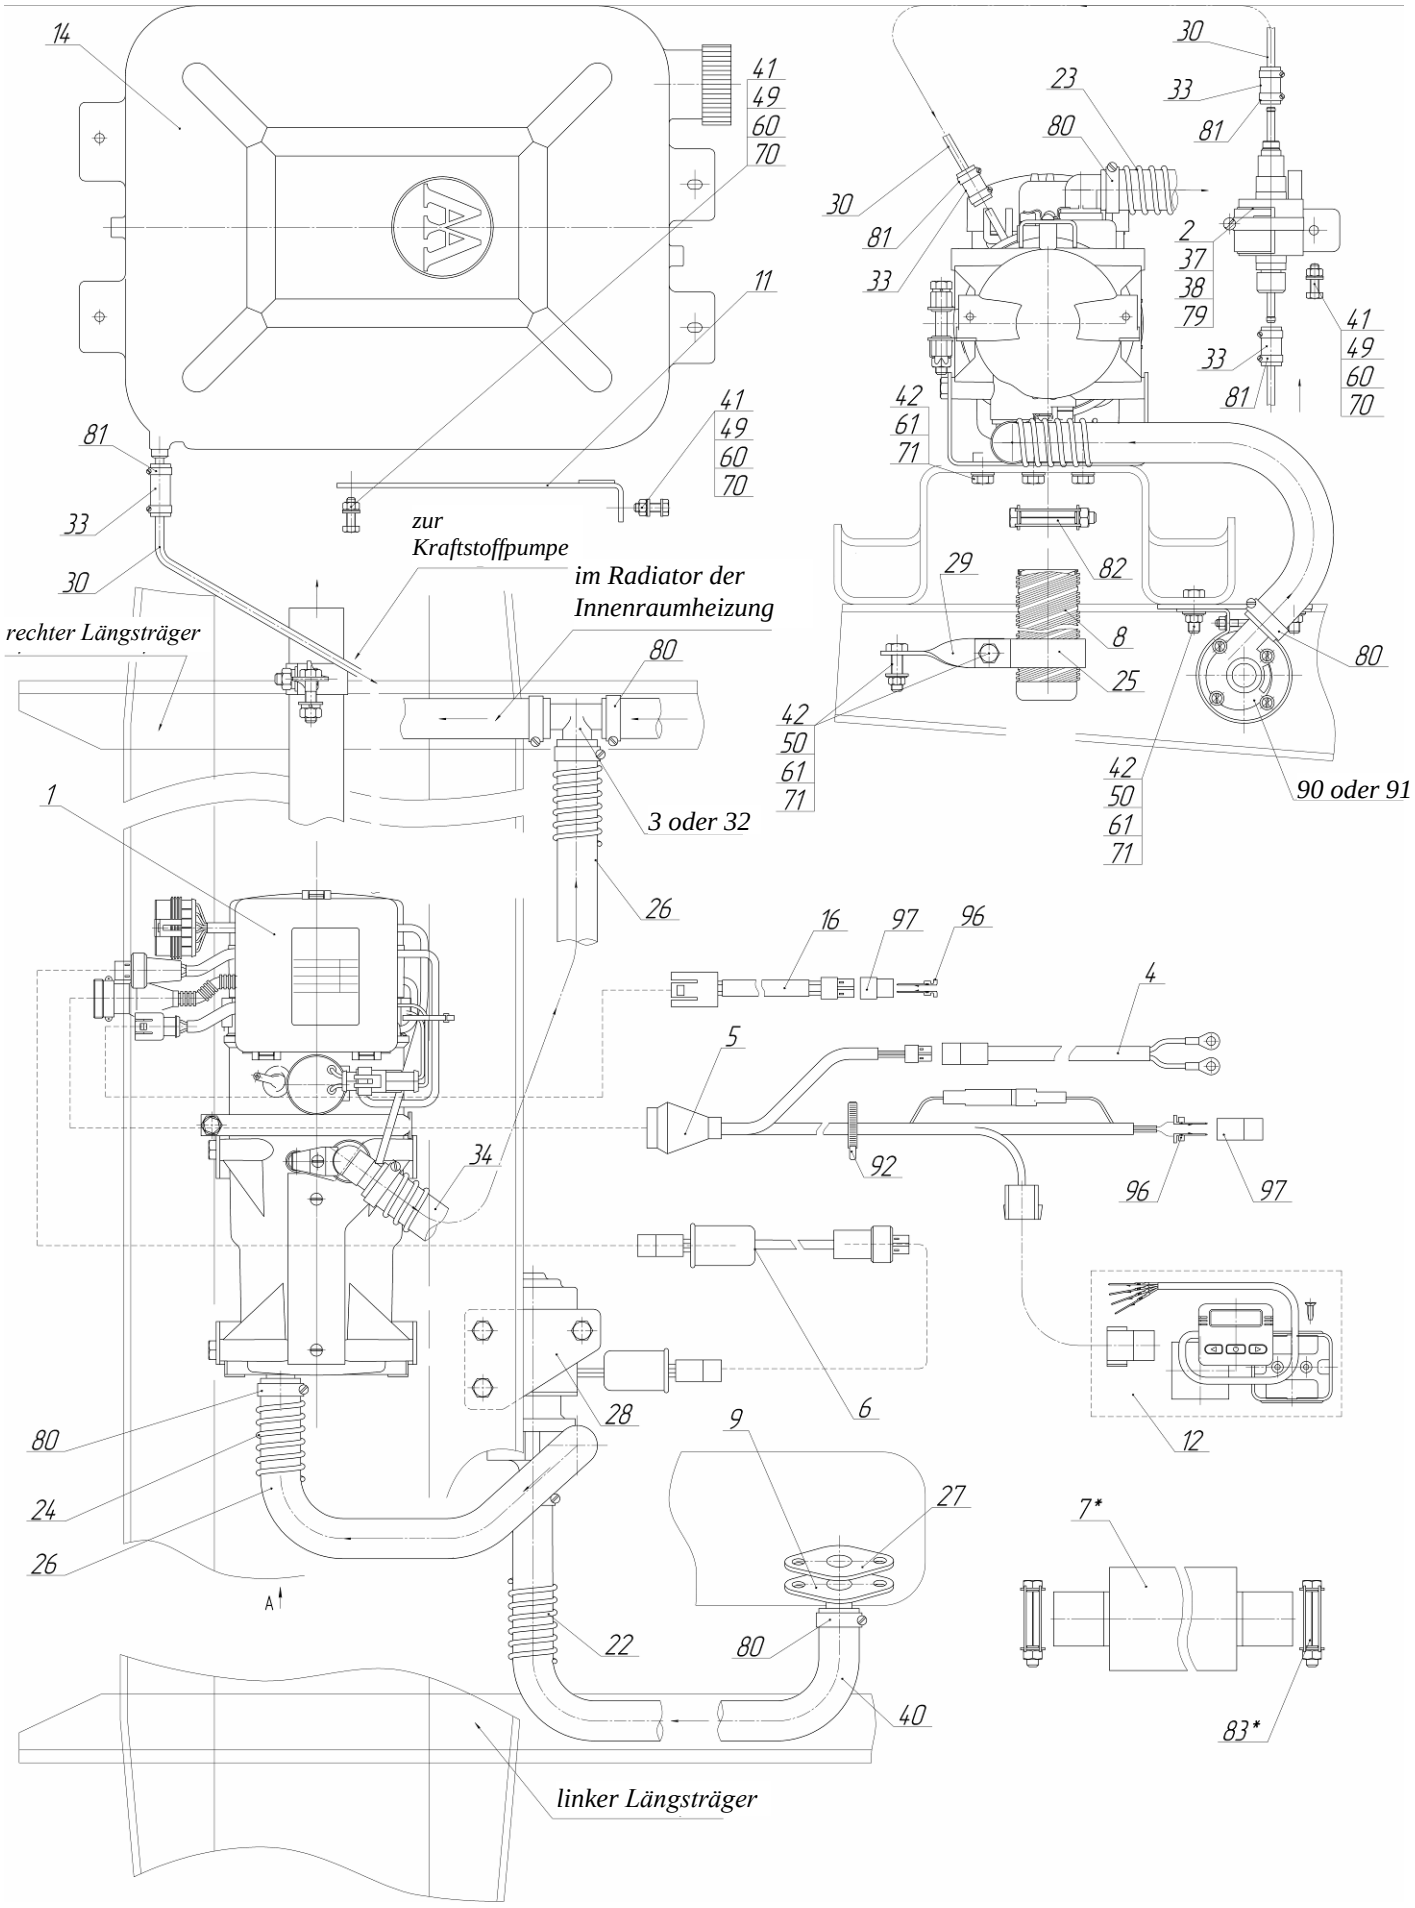

Abb. 1. Zusammenstellungszeichnung des Zuheizers
1) Die Zusammensetzung des **Zuheizers** ist in der Zusammenstellungszeichnung des Geräts dargestellt (Abb. 1). Tabelle 1 enthält die Bauteile und Montageeinheiten.